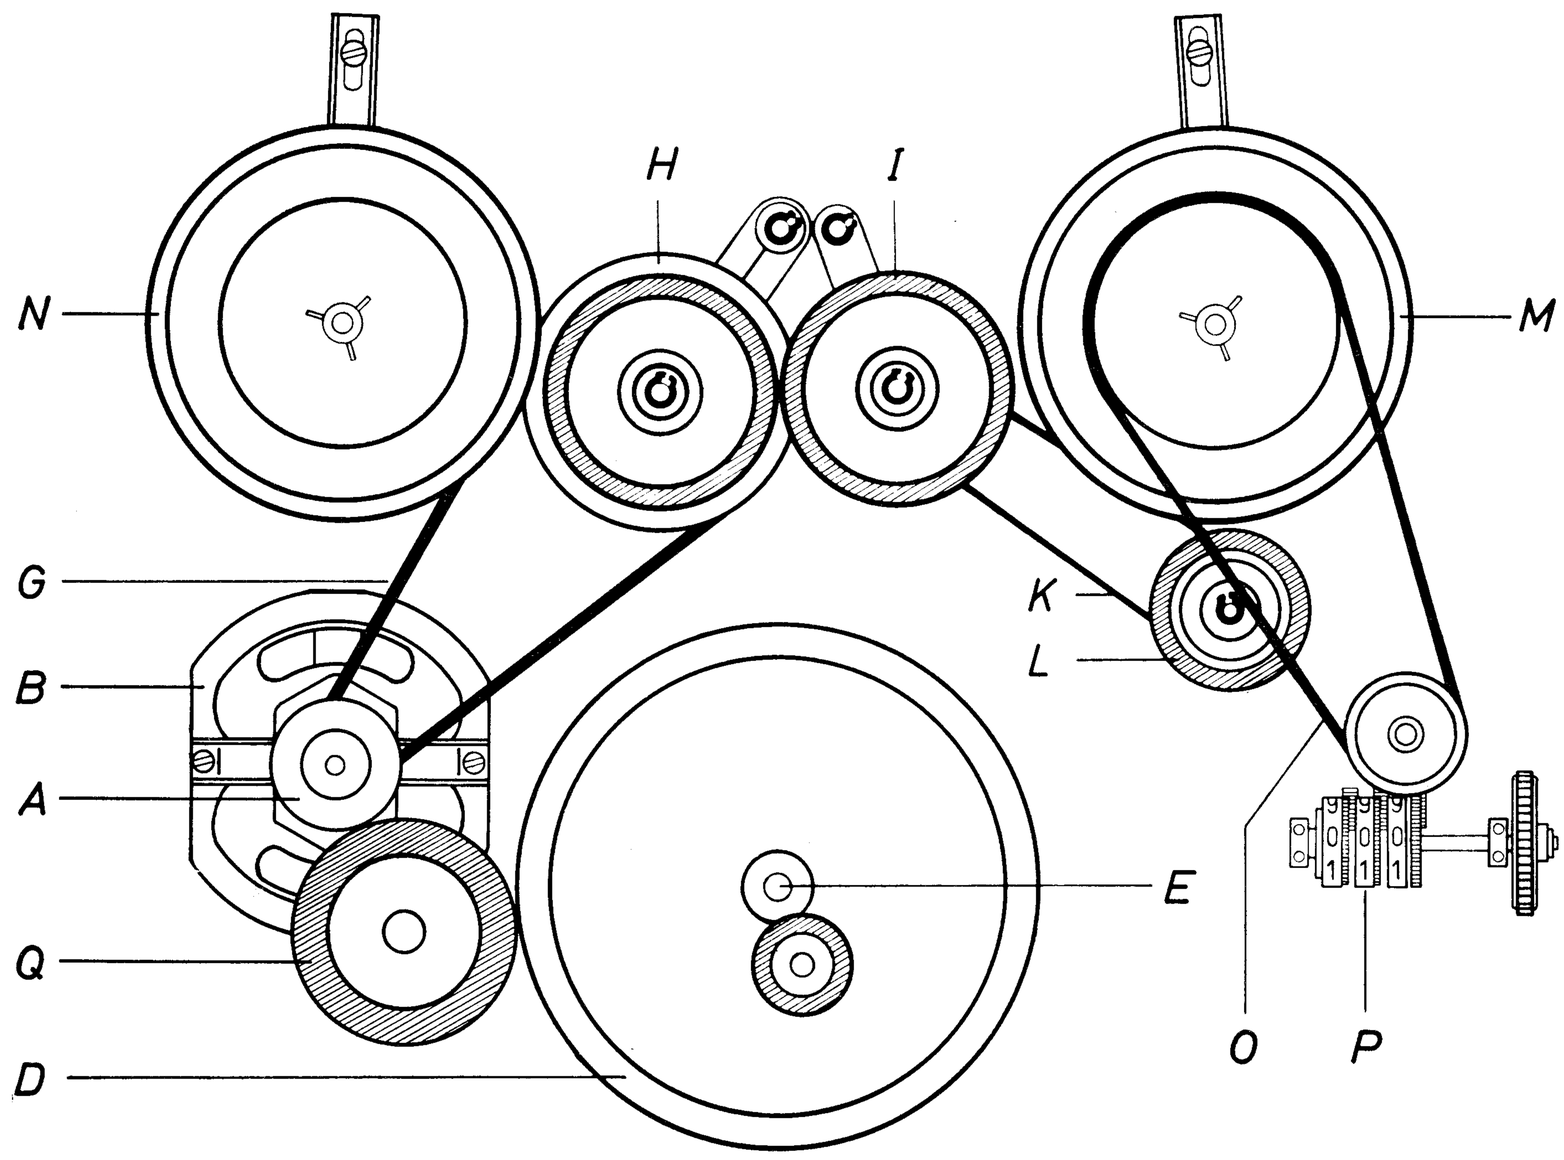

Fig. 2
1.2 Driving System of Models 722 and 723 (see Fig. 2)